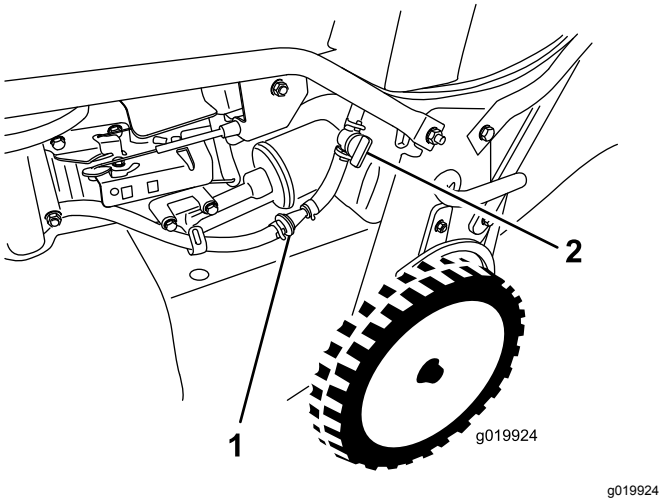

Figuur 33
3. Sluit de brandstofklep (Figuur 33).
4. Verwijder het brandstoffilter (Figuur 33) uit de brandstofleiding door de leidingklemmen rond het brandstoffilter los te maken.